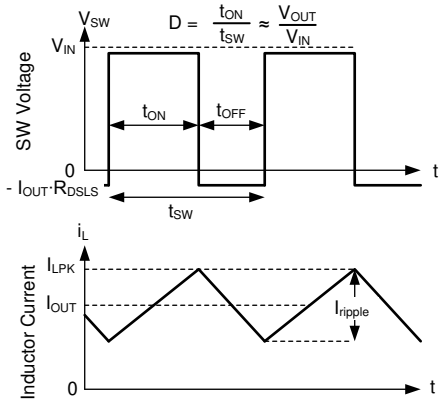

图 8-14. SW Voltage and Inductor Current Waveforms in Continuous Conduction Mode (CCM)
The following operating description of the LMR36503 refers to *节 8.2* and to the waveforms in 图 8-14. In CCM, the LMR36503 supplies a regulated output voltage by turning on the internal high-side (HS) and low-side (LS) switches with varying duty cycle (D). During the HS switch on-time, the SW pin voltage, V_{SW}, swings up to approximately V_{IN}, and the inductor current, i_L, increases with a linear slope. The HS switch is turned off by the control logic. During the HS switch off-time, t_{OFF}, the LS switch is turned on. Inductor current discharges through the LS switch, which forces the V_{SW} to swing below ground by the voltage drop across the LS switch. The converter loop adjusts the duty cycle to maintain a constant output voltage. D is defined by the on-time of the HS switch over the switching period: